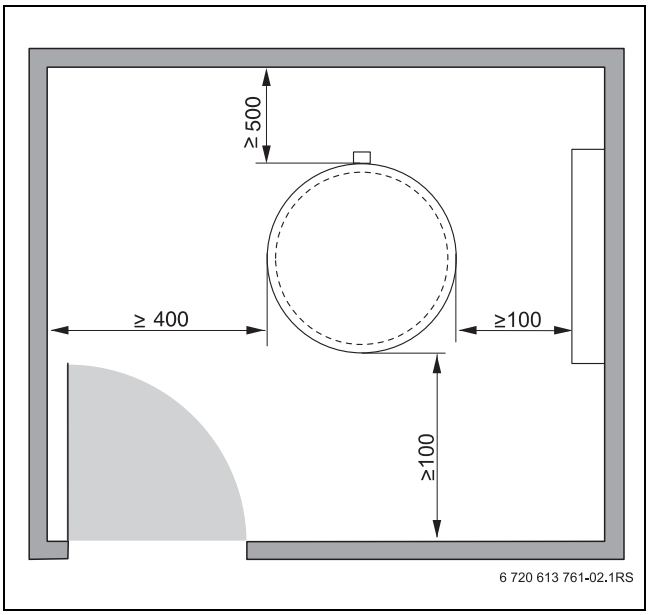

Рис. 3 Рекомендуемые минимальные расстояния от стен, необходимые для монтажа и технического обслуживания (размеры в мм)
- ▸ Соблюдайте минимальные расстояния от стен (→ рис. 3, стр. 5).